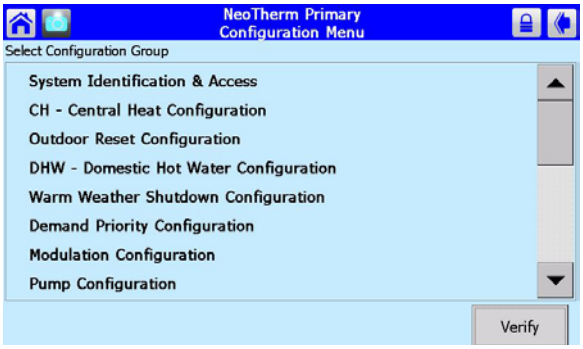

Fig. 54 – Configuration Menu
3. Select the "Configure" button in the bottom left-hand corner of the display. Figure 54 shows the Configuration menu.